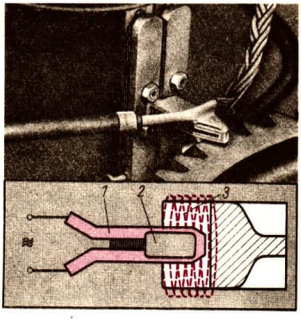

Bild 90/1 Oberflächenhärten von Zahnrädern
2. *Härten der Oberflächen* von Zähnen bei Zahnrädern und Sägeblättern (Bild 90/1);